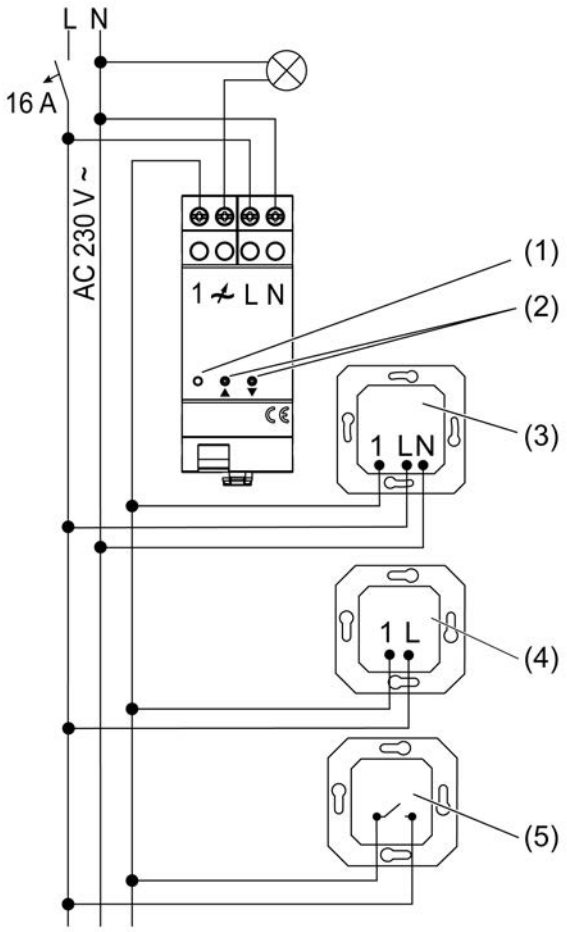

рисунок 1: Монтажная схема
- Нажмите обе кнопки — ▲ и ▼ (2) — и удерживайте их более 10 секунд, пока светится светодиод (1) (рисунок 1).
- Отпустите обе кнопки — ▲ и ▼ (2).